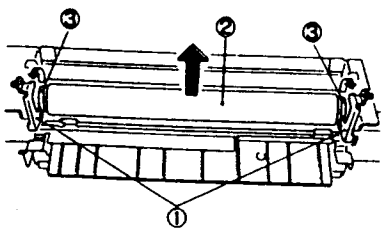

Рис. 6 NZM-0123
12. (Рис. 6): Снимите прижимной вал.
①. Поверните переднюю и заднюю опоры прижимного вала.
②. Снимите прижимной вал.
③. Снимите подшипник с прижимного вала.